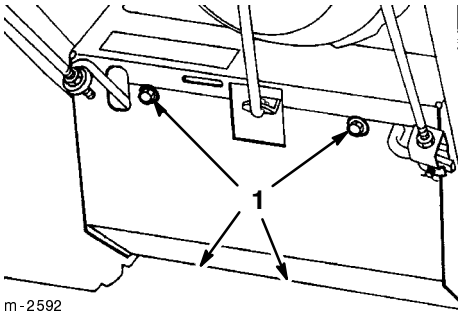

Figure 24
7. Remove the four screws that secure the bottom cover to the frame and remove the cover (Fig. 24).
3. Remove the four screws that secure the bottom cover to the frame and remove the cover (Fig. 24).